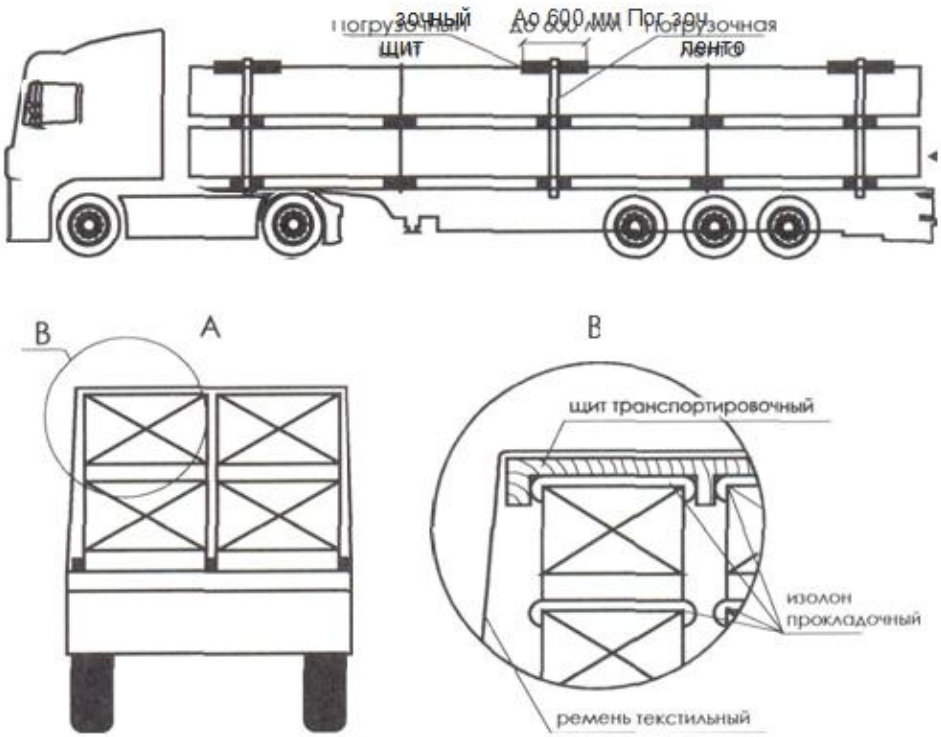

Рис. 2. Схема размещения и закрепления пакетов панелей в автотранспорте.
1.7.2. На пакет с панелями, расположенный сверху, устанавливается транспортировочный щит, который крепится над местом расположения пенополистирольной прокладки. С целью предотвращения деформации листа верхней панели при затягивании текстильных ремней проверяется стык щита с верхней панелью в пакете (рис.2).